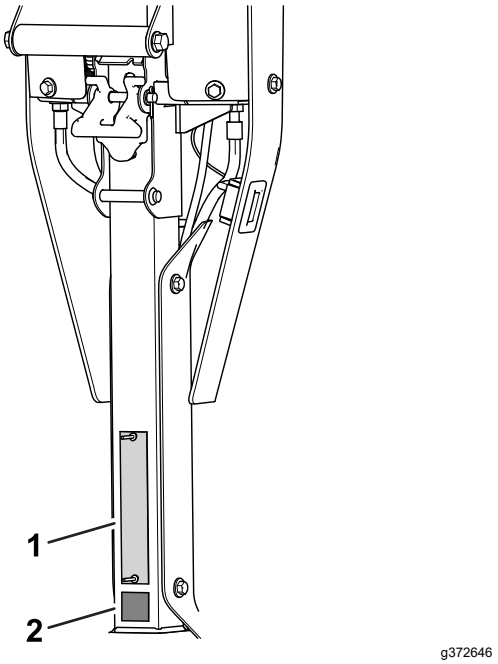

Figura 6
- Ponete l'adesivo CE sotto la piastra del numero di serie (Figura 6).